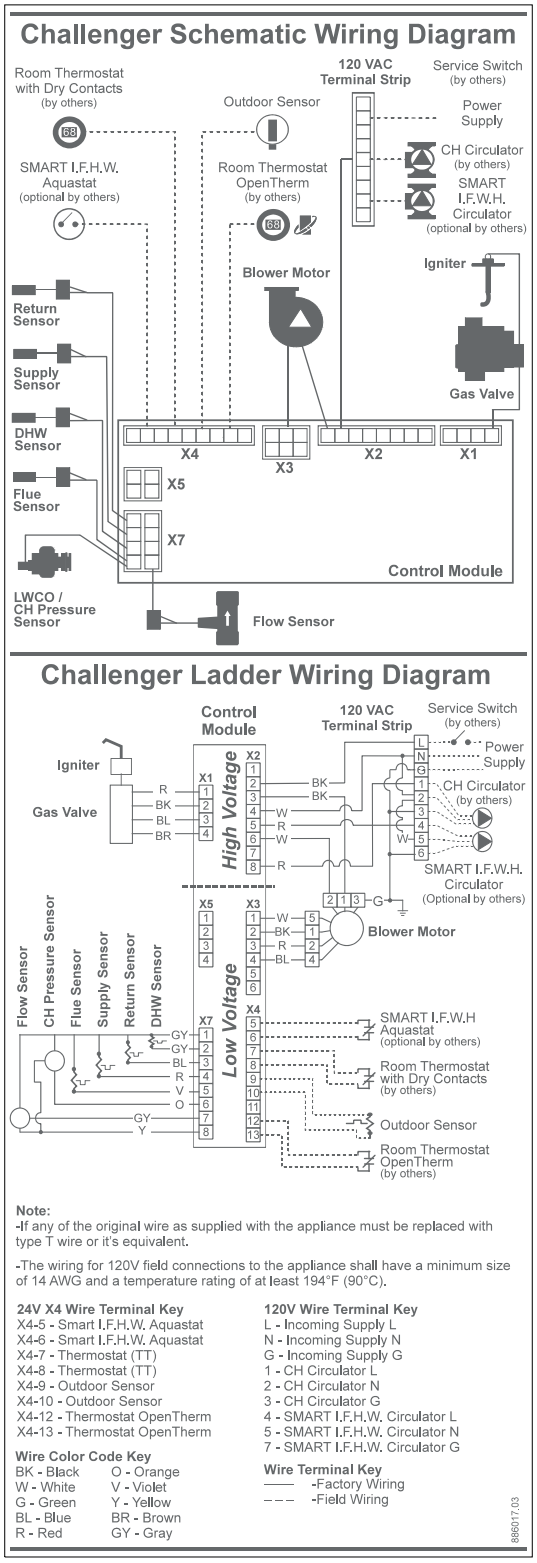

Fig. 16: CHALLENGER Factory Wiring Diagram
1. Connect a 120 VAC/15A service to the 120V terminals L, N, and G inside the CHALLENGER as shown in Fig. 16 on page 26.
1. Wire the DHW circulator to the CHALLENGER 120 V terminals 1, 2, and 3 located inside the appliance as shown in Fig. 16 on page 26.
1. Wire the DHW circulator to the CHALLENGER 120 V terminals 4, 5, and 6 located inside the appliance as shown in Fig. 16 on page 26.
1. Wire room thermostat or the zone panel end switch (isolated contact only) to the low voltage terminal strip, as shown in Fig. 16 on page 26.
Wire SMART/COMFORT aquastat to the control module low voltage terminal strip, as shown in Fig. 16 on page 26.